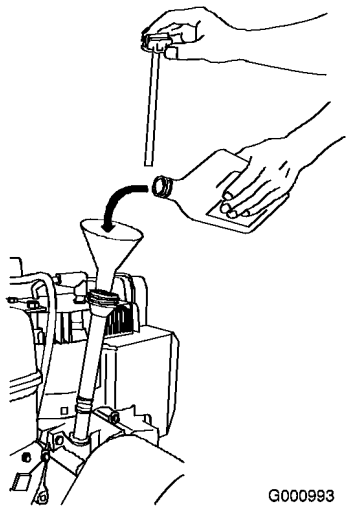

Figur 34
2. Ta ut peilestaven, og kontroller oljenivået (Figur 34). Hvis oljenivået er under Add-merket på peilestaven må du fylle på mer olje. Se Fylling av olje i motoren.